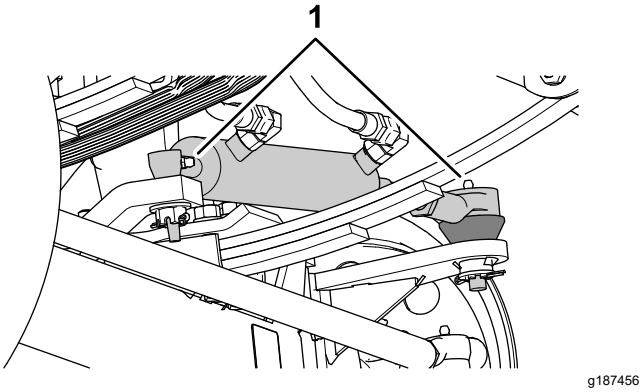
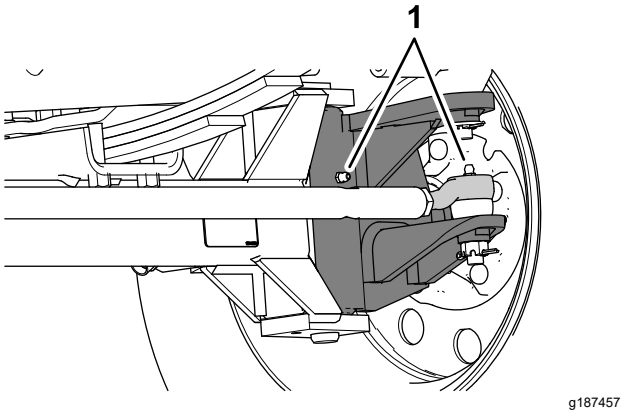

Figur 71
Figur 72
1. Torka av smörjnipplarna (Figur 71 och Figur 72).
2. Pumpa in fett i smörjnipplarna (Figur 71 och Figur 72).
Obs: Smörjnipplarnas lägen visas i Figur 71.